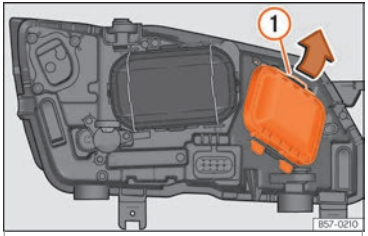

Fig. 55 In the engine compartment: remove the cover.
- Move the loop ››› Fig. 55 (1) in the direction of the arrow and remove the cover.